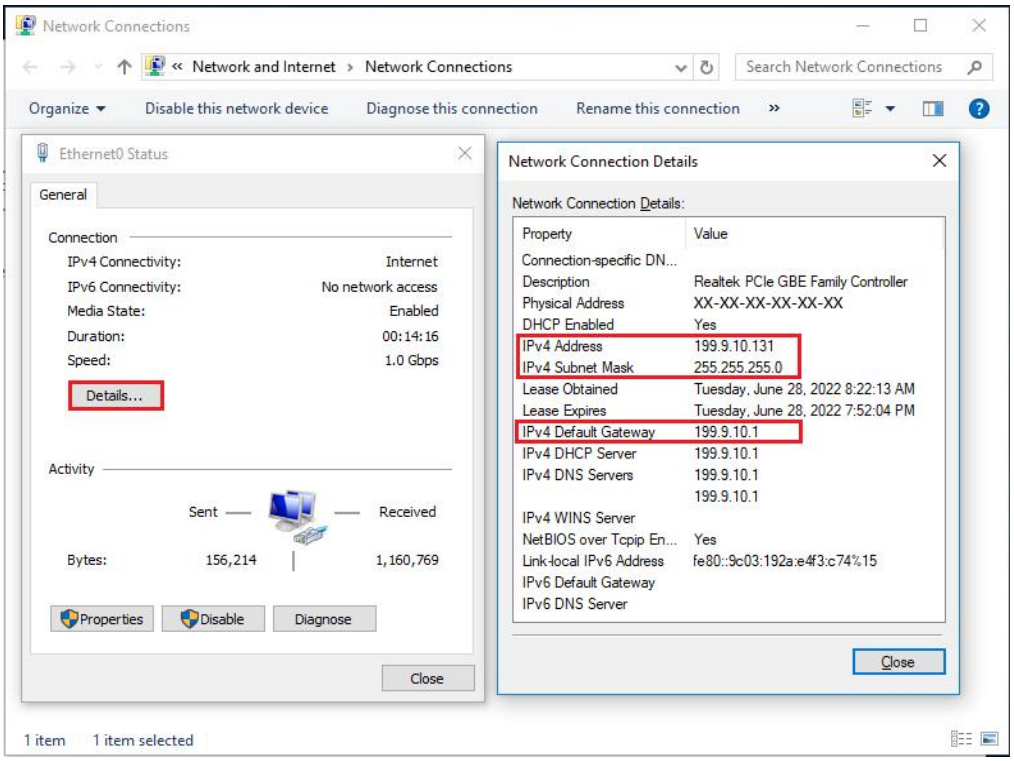

Figure 2-23 Check the LAN information
2. Check the LAN information. See Figure 2-23.